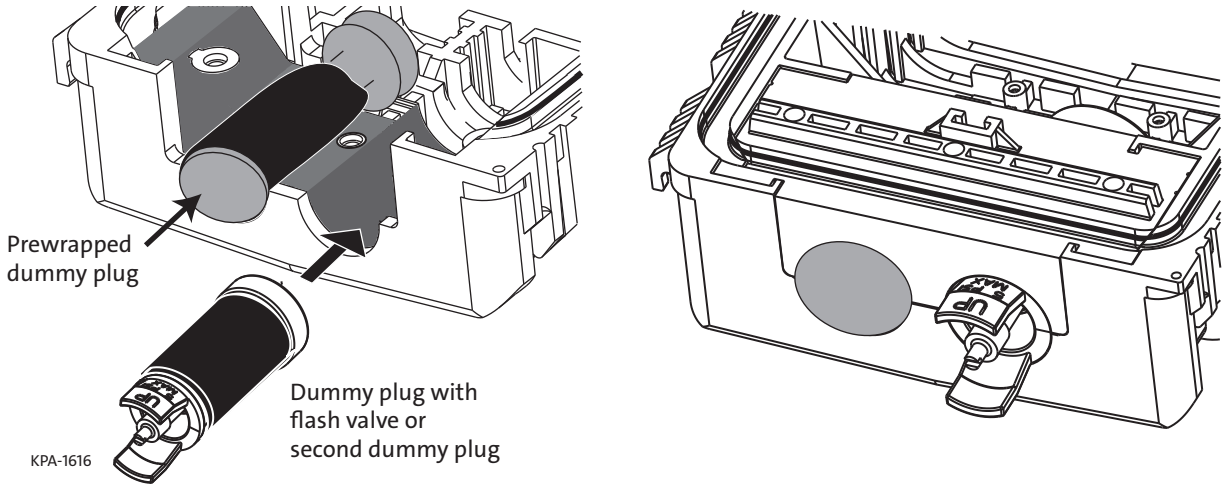

Figure 13
Step 1: Install a prewrapped dummy plug into one of the open ports with the closed end of the plug flush against the outside of the end cap (Figure 13).